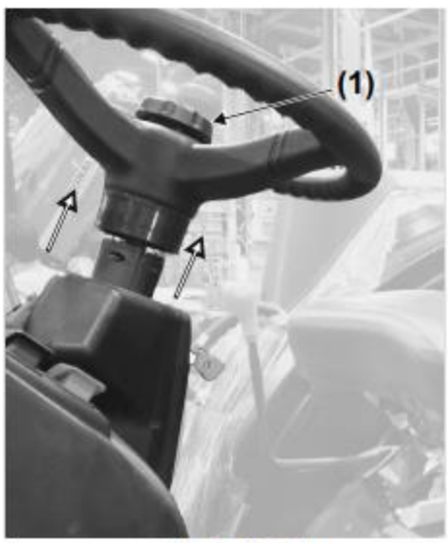

Fig. 3.8.2 (a)
- rat-teleskopudløserringen af (1, fig. 3.8.2 a)
- ratteleskopets udløserring (1, fig. 3.8.2 a) for at låse i position.